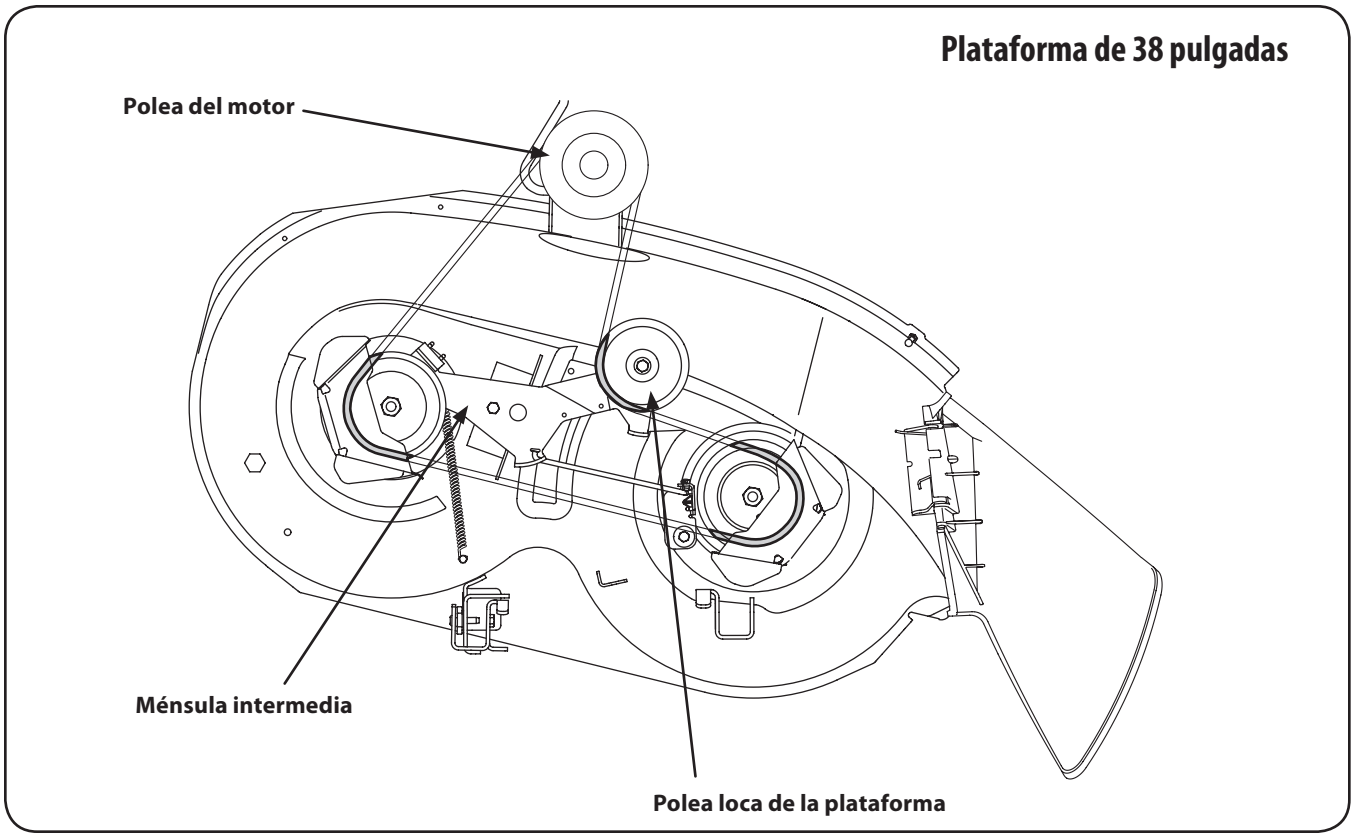

Figura 7-10
6. Ruta de la correa nueva y como se muestra en la figura. 7-10.